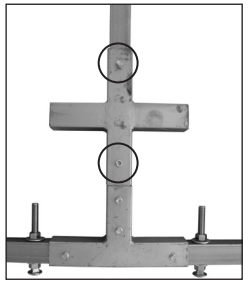

FIG. 2
2. Assemble the two end base rails as shown in Figure 2. The 3-way connector should be loose between the levelers at this time.
FIGURE 2: Assemble base rails as shown. The 3-way connector is loose at this point. Levelers should be finger-tight to allow for adjustments once the system is assembled and in position.
2. Using the diagram to the right, position the 4-way connector as shown and secure to the vertical tube using two (2) Tek screws (Fig. 2).